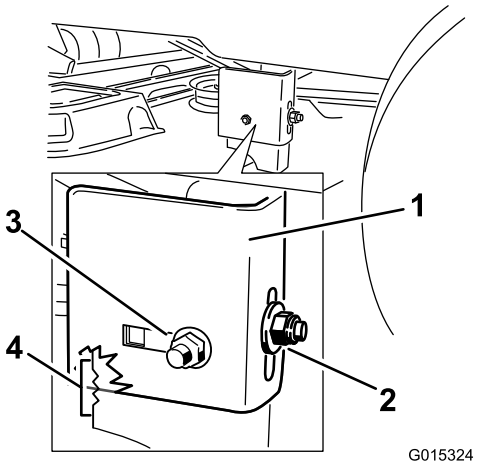
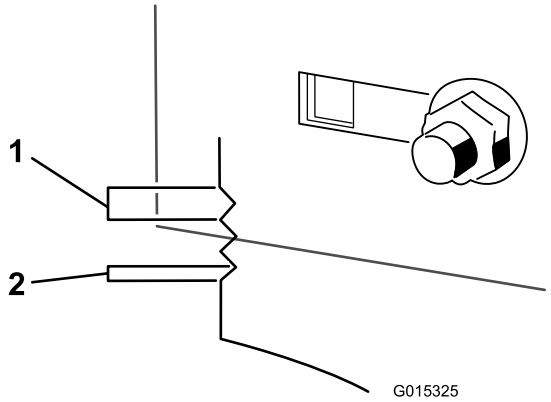

**Figur 62**
**Figur 63**
9. Løsne bakre låsemutter på hengerbraketten (Figur 62).
10. Løsne sidelåsemutteren på hengerbraketten, nok til at midtplaten kan justeres (Figur 62). Bruk hakkene på den sveisede braketten for å måle hvor mye som må justeres. Overflaten til hvert hakk er 6,3 mm, mens en enkelt side er 3,1 mm (Figur 63). Juster høyden på gressklipperen etter ønske.
11. Stopp klippeenheten på justert posisjon, og trekk til sidelåsemutteren på hengerbraketten for å feste den nye posisjonen (Figur 62). Stram til bakre låsemutter på hengerbraketten.